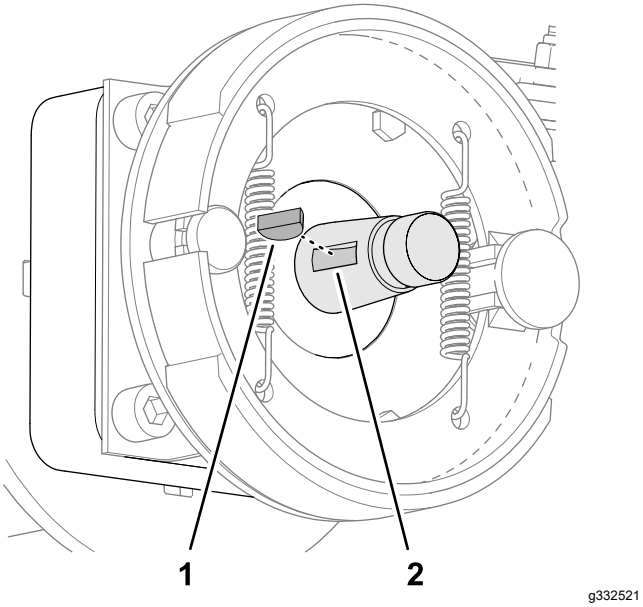

Figur 72
2. Sätt in woodruffkilen i skåran på hjulmotoraxeln (Figur 72).